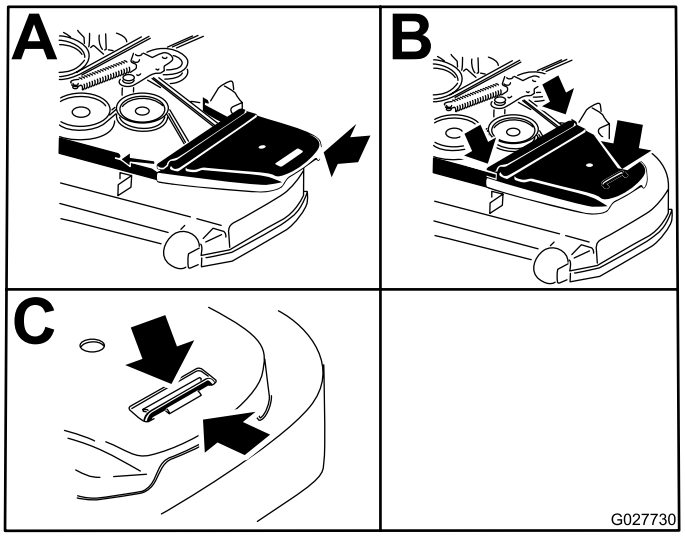

Figuur 77
14. Plaats de drijfriemkappen en de bijbehorende bouten (Figuur 77).